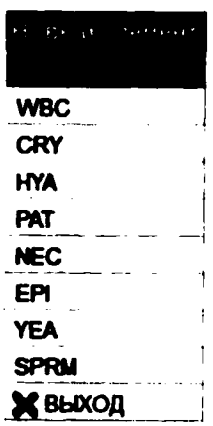

Рисунок 34. Список классов частиц доступных по умолчанию
• Нажмите на любой области изображения, чтобы показать список доступных классов частиц (Рисунок 34). В списке **Новый элемент** нажмите на класс частицы, чтобы показать его доступные подклассы. Дважды нажмите на желаемом классе или подклассе частиц, чтобы добавить его на изображение в указанной области. Дважды нажмите **Выход** в списке, чтобы отменить изменения.